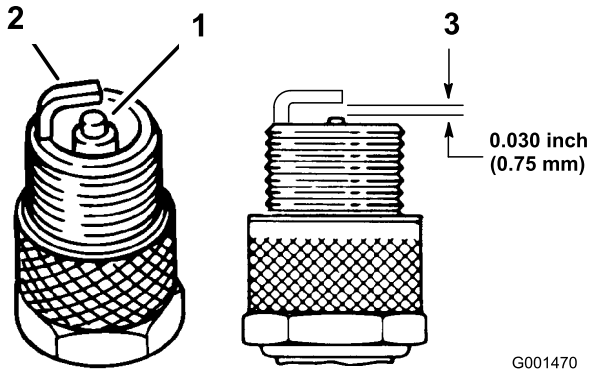

Figur 45
4. Kontroller tilstanden til elektroden på siden, elektroden i midten og elektrodeisolatoren i midten for å sikre det ikke er skader (Figur 45).
5. Still inn luftgapet mellom midten og siden på elektrodene til 0,762 mm (Figur 45).